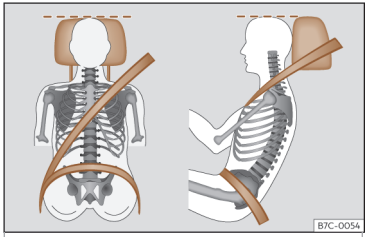

Fig. 3 Banda del cinturón y apoyacabezas ajustados correctamente.
- Ajuste el apoyacabezas de modo que el borde superior quede, en la medida de lo posible, a la altura de la parte superior de la cabeza, en ningún caso por debajo de los ojos. Mantenga la nuca lo más cerca posible del apoyacabezas››› **fig. 3**.